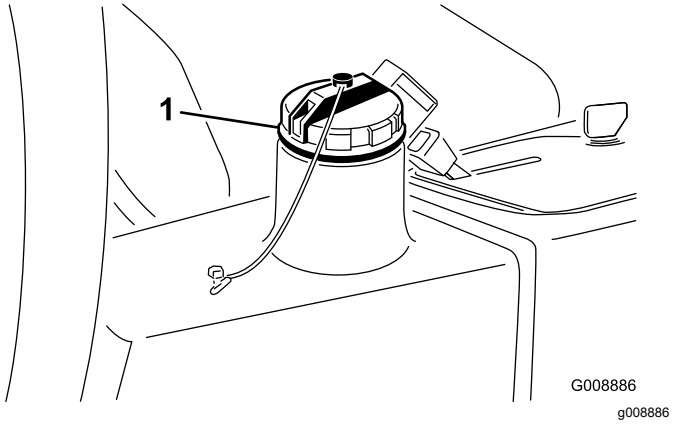

**Figur 29**
2. Rengjør rundt påfyllingshalsen og lokket på tanken for hydraulisk olje (Figur 29). Ta av påfyllingslokket.